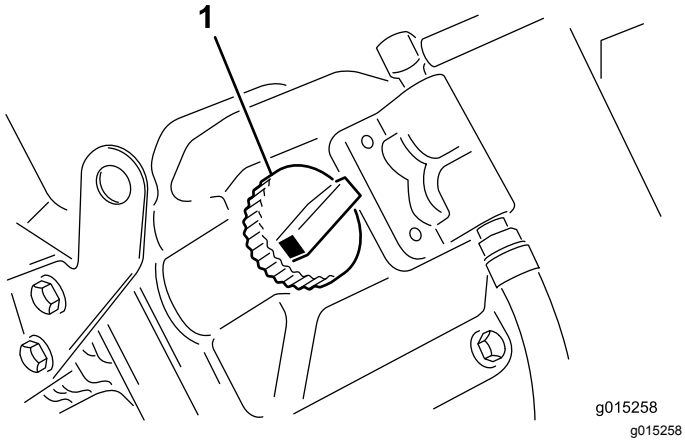

Figura 9
5. Se o nível de óleo se encontrar abaixo da marca Cheio da vareta, retire a tampa do tubo de enchimento e adicione óleo até que o nível atinja a marca Cheio (Figura 9).